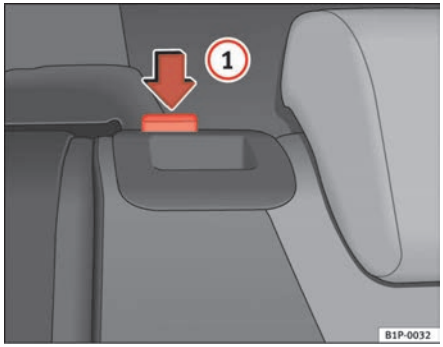

Fig. 94 Folding up the rear seat back.
– Fold the backrest back and push the backrest firmly into the lock. The red marking should no longer be visible ⇒ fig. 94.